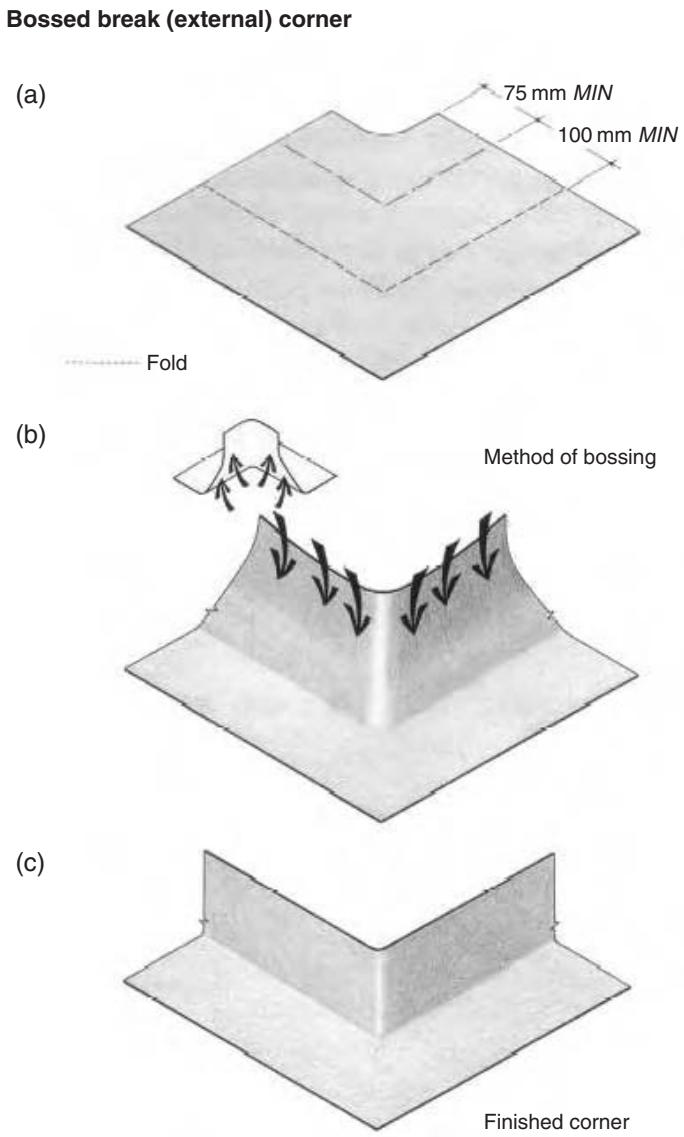

Figure 10.5 *(a)–(c) Bossed external corner details (Reproduced with permission of Lead Sheet Association)*
Referring to Figures 10.5(a)–(c), bossing an external corner is very labour intensive and there can be a risk of undue thinning at the corner. The preferred method of producing this detail would be by lead welding, which is more economical in both material and labour. However, the bossing process is:
- When bossing the external corner, extra lead is required to form the angle and at least 75 mm is added to the up-stand for this purpose. The lead sheet should be set out, as in Figure 10.5(a)
- After setting in the fold lines, the sides are pulled up as far as possible without stretching the lead and then bossed from both sides in the directions, as shown in Figure 10.5(b)
- When the corner has been fully bossed to the angle required, the surplus lead is trimmed off, as shown in Figure 10.5(c).